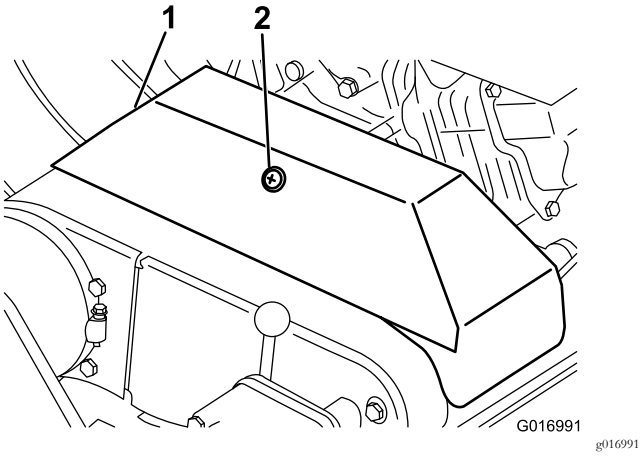

**Figur 40**
2. Løsn den holder, som fastgør kileremskærmen, og drej for at åbne skærmen (Figur 40).